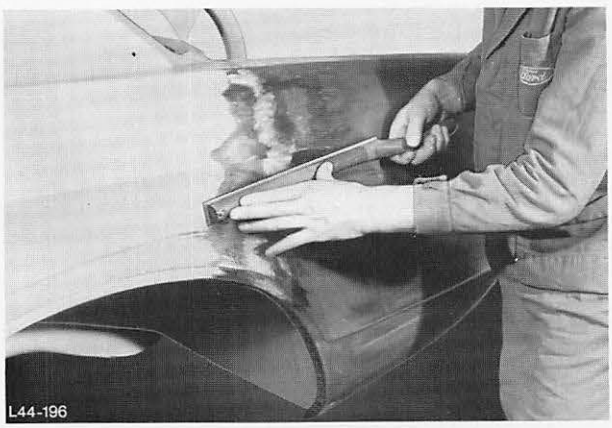

Abb. 193 Schwemmstelle bearbeiten
23. Schwemmstelle bearbeiten, Abb. 193/194.